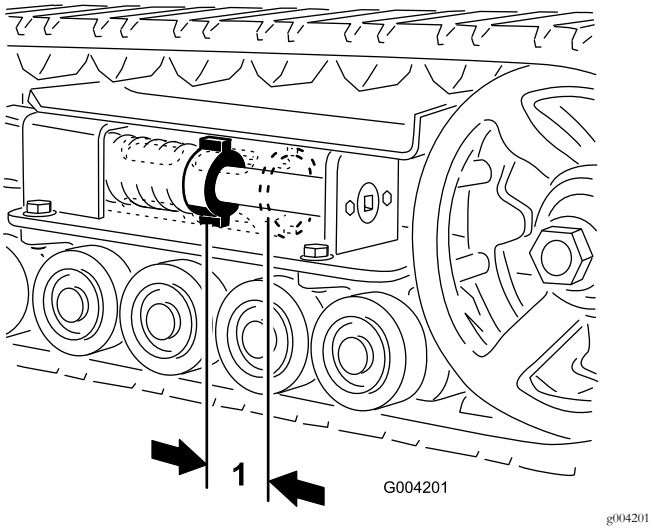
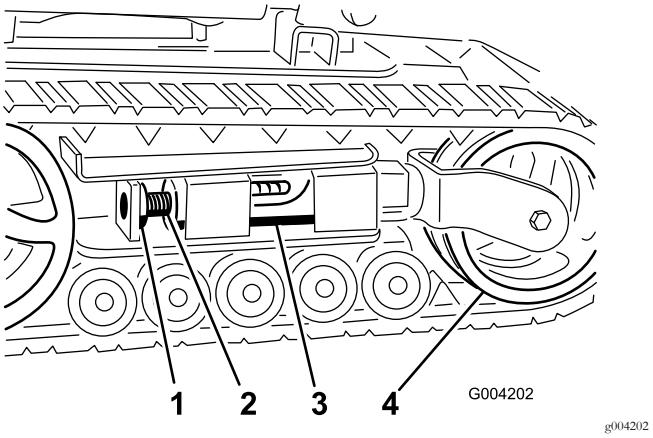
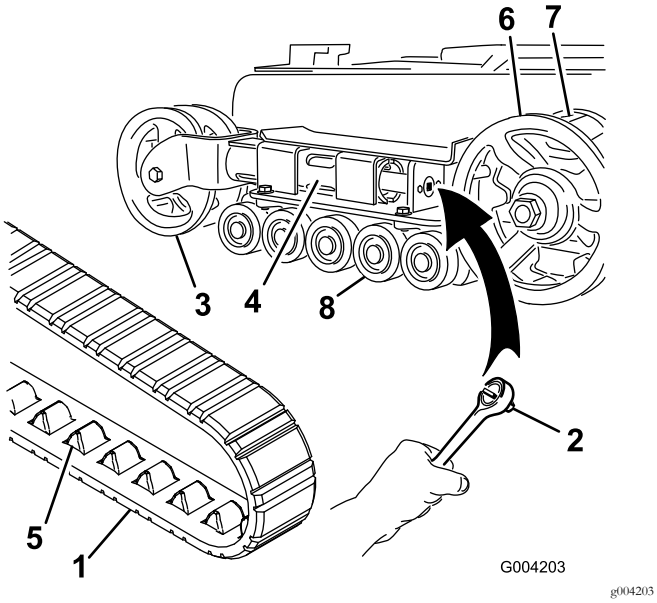
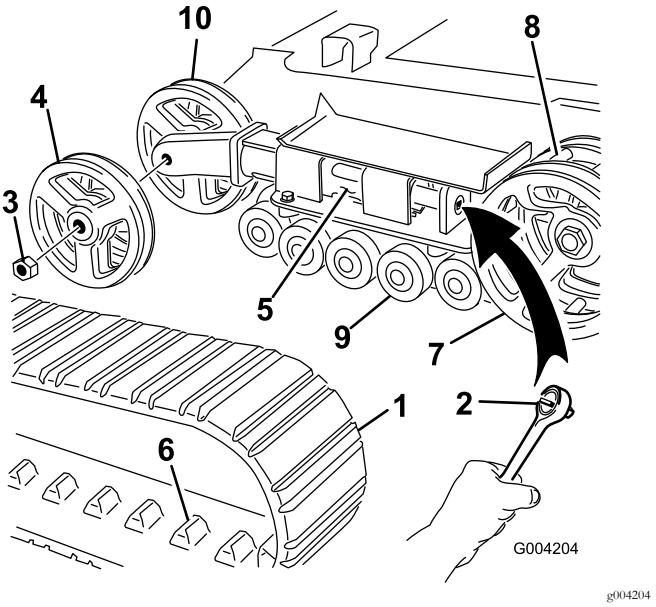

Rysunek 47
Rysunek 48
Rysunek 49
Rysunek 50
Odległość między nakrętką naprężającą a tylną stroną rury napinacza powinna wynosić 7 cm (Rysunek 47). Jeżeli tak nie jest, należy skorygować napięcie gąsienicy w następujący sposób:
3. Odkręć śrubę zabezpieczającą i nakrętkę (Rysunek 48).
4. Używając klucza nasadowego 1/2 cala (Rysunek 49) obracaj śrubę napinającą w lewo, aż odległość między nakrętką napinającą a tylną stroną rury napinacza (Rysunek 47) wyniesie 7 cm.
5. Ustaw najbliższe nacięcie na śrubie napinającej równo z otworem śruby zabezpieczającej i unieruchom śrubę za pomocą śruby zabezpieczającej i nakrętki (Rysunek 48).
4. Za pomocą klucza nasadowego 1/2 cala (1.27cm) uwolnij napięcie gąsienicy, obracając śrubę napinającą w prawo (Rysunek 48 oraz Rysunek 49).
5. Popchnij koło napinające w kierunku tyłu zespołu, aby dosunąć rurę widełkową do ramy (Rysunek 49). Jeżeli nie dotknie ona ramy, obracaj śrubę napinającą do momentu aż będzie się dało dosunąć ją do ramy.
7. Po zdjęciu gąsienicy z koła napinającego zdejmij ją z koła napędowego oraz kół jezdnych (Rysunek 49).
8. Rozpoczynając od koła napędowego, nawiń wokół niego nową gąsienicę, upewniając się, że zęby gąsienicy wpasowały się między przekładki koła napędowego (Rysunek 49).
9. Wepchnij gąsienicę pod oraz pomiędzy koła jezdne (Rysunek 49).
11. Obracaj śrubę napinającą w lewo, aż odległość między nakrętką napinającą a tylną stroną rury widełkowej (Rysunek 47) wyniesie 7 cm.
4. Za pomocą klucza nasadowego 1/2 cala (1.27cm) uwolnij napięcie gąsienicy, obracając śrubę napinającą w prawo (Rysunek 48 oraz Rysunek 50).
5. Popchnij koło napinające w kierunku tyłu zespołu, aby dosunąć rurę napinacza do ramy (Rysunek 50). Jeżeli nie dotknie ona ramy, obracaj śrubę napinającą do momentu aż będzie się ją dało dosunąć do ramy.
6. Odkręć nakrętkę mocującą zewnętrzne koło napinające i zdejmij koło (Rysunek 50).
7. Zdejmij gąsienicę (Rysunek 50).
8. Odkręć nakrętkę mocującą wewnętrzne koło napinające i zdejmij koło (Rysunek 50).
12. Załóż wewnętrzne koło napinające i zamocuj je nakrętką, która została wcześniej zdjęta (Rysunek 50).
14. Załóż nową gąsienicę, upewniając się, że zęby gąsienicy wpasowały się między przekładki w środku koła napędowego (Rysunek 50).
15. Załóż zewnętrzne koło napinające i zamocuj je nakrętką, która została wcześniej zdjęta (Rysunek 50).
17. Obracaj śrubę napinającą w lewo, aż odległość między nakrętką napinającą a tylną stroną rury napinacza (Rysunek 47) wyniesie 7 cm.